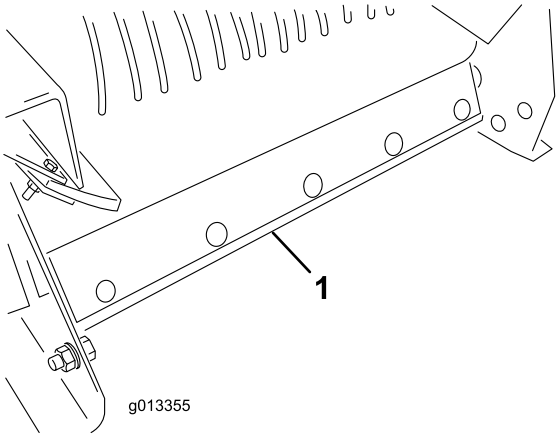

Figur 56
5. Avlägsna bandets rengöringsskrapa från maskinens bakre del (Figur 56).